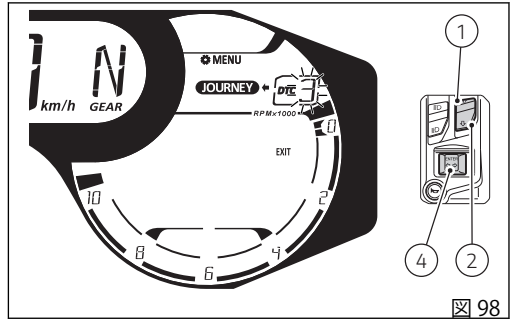

図 98
この機能に入ると、現在設定されている DTC 介入レベルが点滅します (図 98)。ボタン (1) と (2) で、“-” (DTC OFF)、“1”、“2”、“3”、“4” の値と “EXIT” の文字 (枠が点滅) を順番に選択することができます。